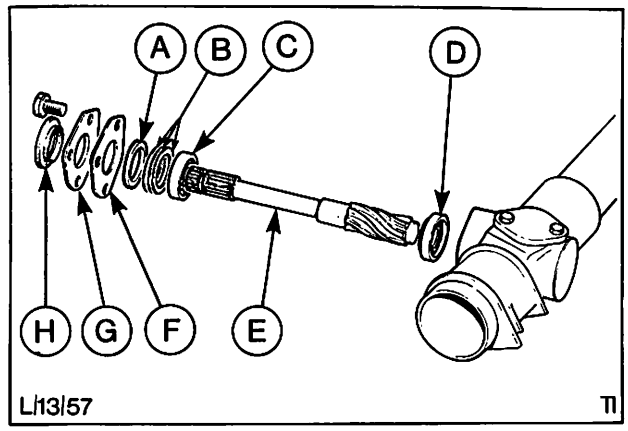

Abb. 24 Ritzel-Ausgleichscheibenpaket und Deckel
6. Ausgleichscheibenpaket und Distanzscheibe auf das Ritzellager legen, Abb. 24, und Ritzellagerdeckel anschrauben.